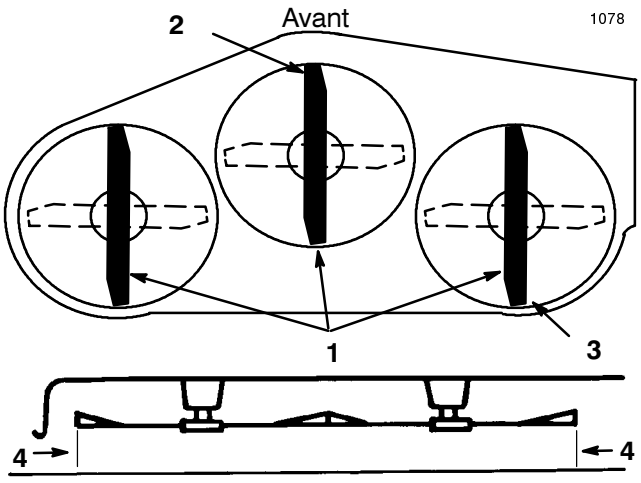

Figure 10
4. Tourner prudemment les lames pour les orienter longitudinalement (selon l'axe avant/arrière) (Fig. 10).
5. Mesurer la hauteur des extrémités avant et arrière des lames (Fig. 10) par rapport au sol plat de référence. Si l'extrémité des lames n'est pas 0 à 10 mm (0-3/8") plus bas à l'avant qu'à l'arrière, régler la liaison avant réglable.